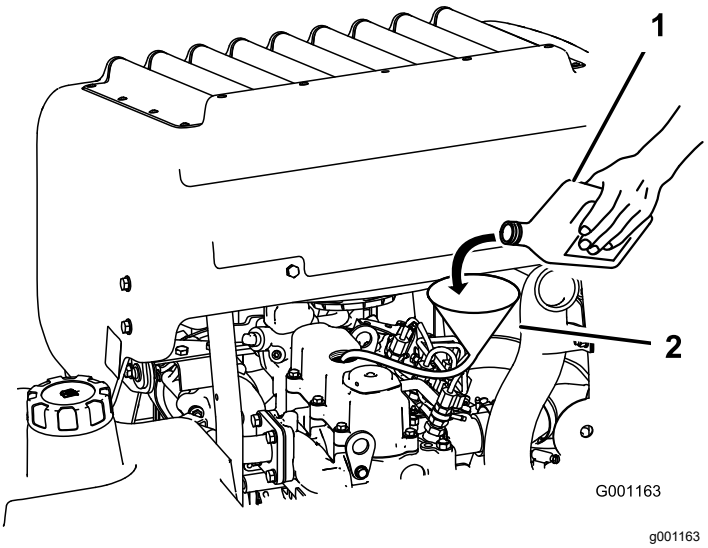

Figur 68
3. Använd en slang och en tratt för att fylla på olja i motorn (Figur 68).